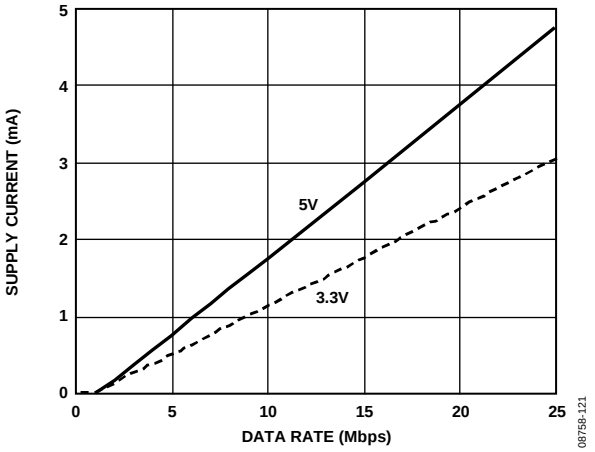
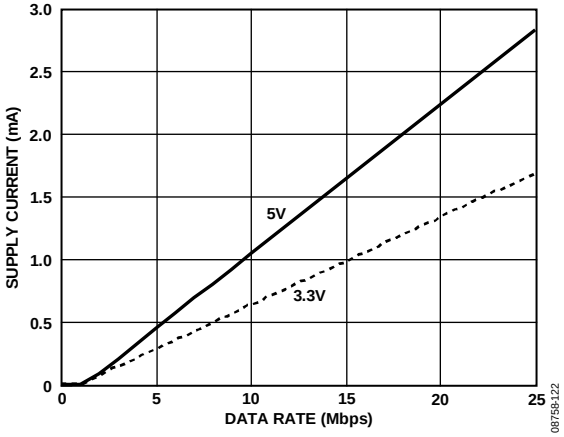

Figure 21. Typical $I_{ISO(D)}$ Dynamic Supply Current per Input
Figure 22. Typical $I_{ISO(D)}$ Dynamic Supply Current per Output (15 pF Output Load)
$I_{ISO\ (D)n}$ is the dynamic load current drawn from V_{ISO} by an input or output channel, as shown in Figure 21 and Figure 22.